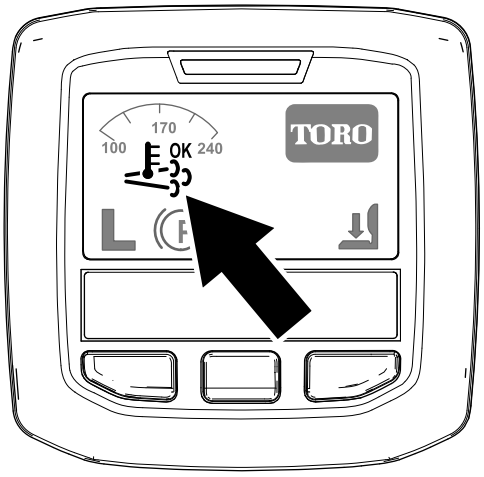

**Figur 40**
- Ikonet for assister/nulstil-regenerering vises i infocenteret (Figur 40).